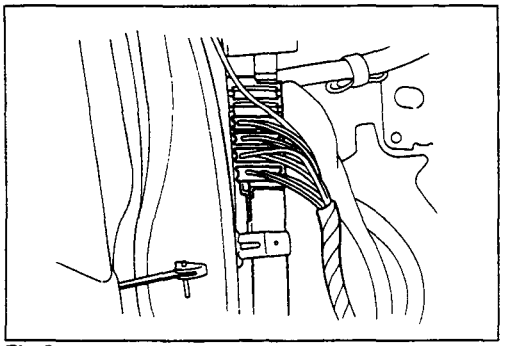

Fig.8
2) Disconnect the instrument harness on ECM. **(Fig.8)**